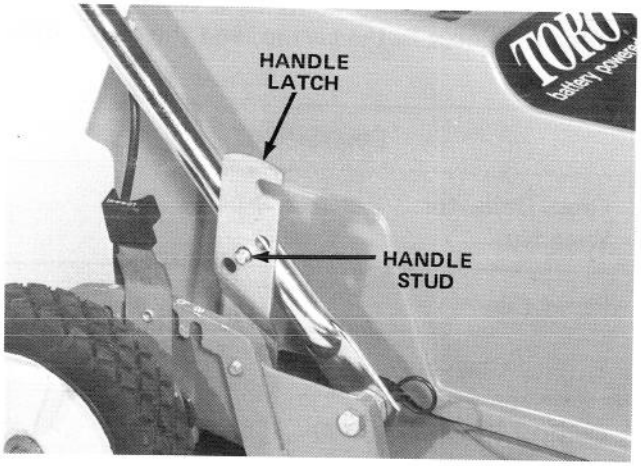

Figure 5
6. Set all wheels in "D" position. Step behind handle and check its height. If higher or lower handle height is desired, snap handle studs into one of the other holes in handle latches (Fig. 5).